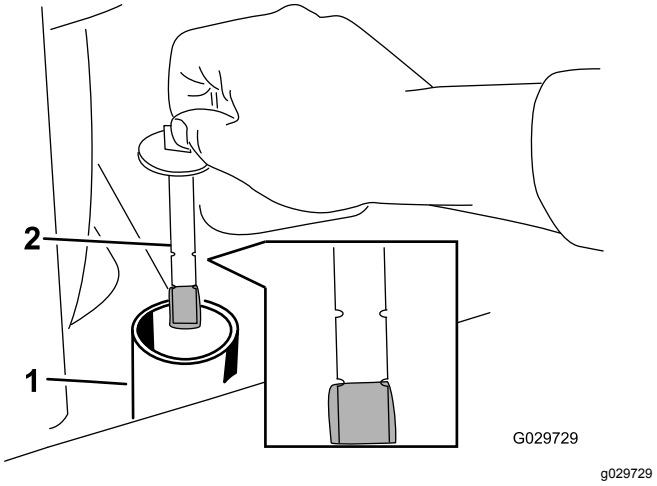

**Rysunek 62**
6. Wykręć korek zbiornika oleju hydraulicznego i wskaźnik poziomu oleju (Rysunek 62).